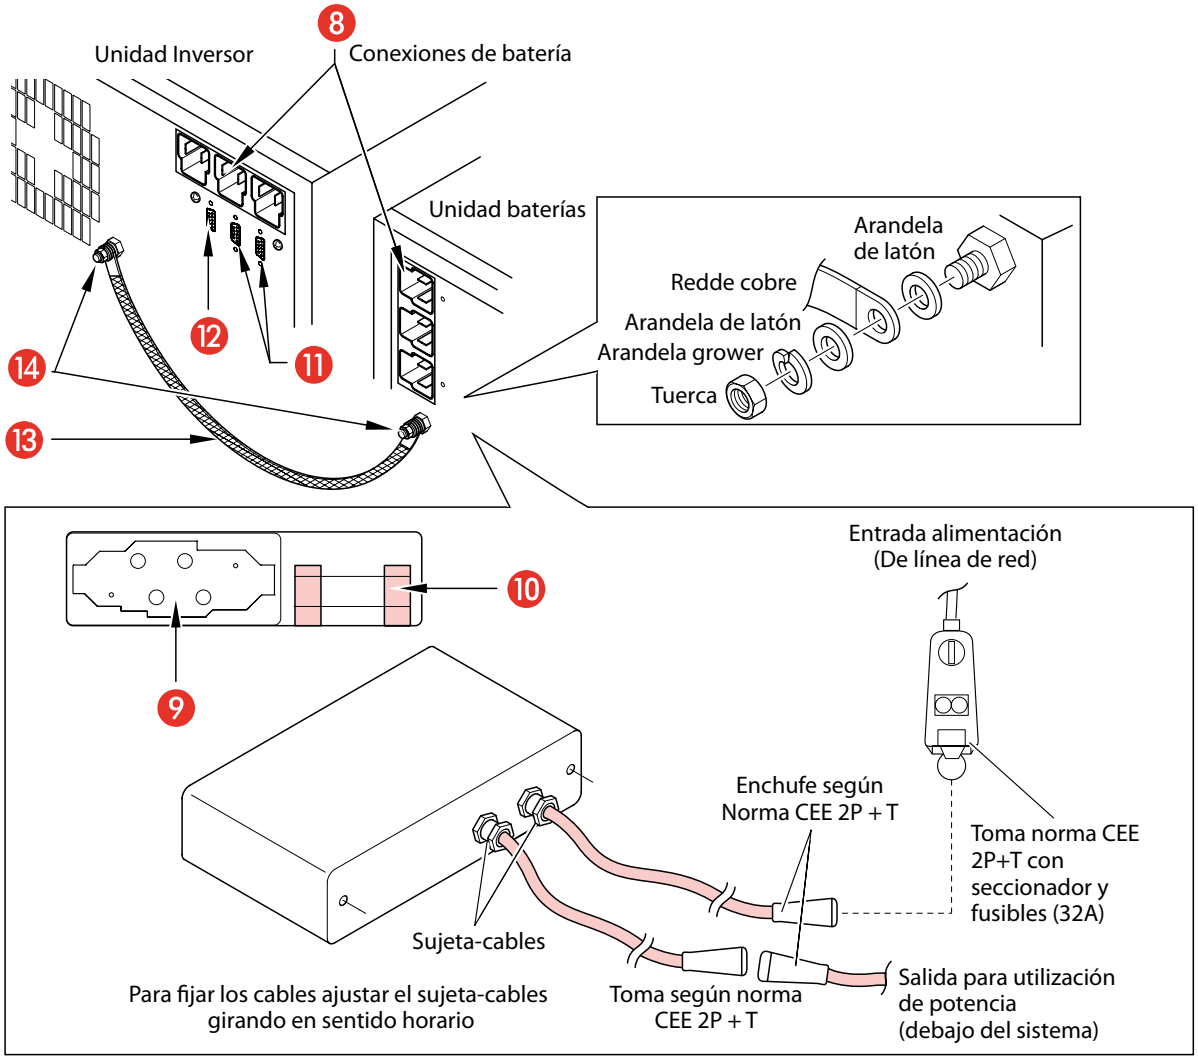

Fig. 6.
Caja doble (fig. 6):
2. Efectuar la conexión a tierra entre las dos unidades mediante la trenza de cobre de serie, como se ve en la Fig. 6.
6. Quitar la protección del enchufe (9) quitando los tornillos de fijación.
7. Introducir el conector de Entrada-Salida en el enchufe (9) presente en la parte trasera del SAI-UPS, fijándolo al bastidor con los tornillos correspondientes (véase Fig. 6).